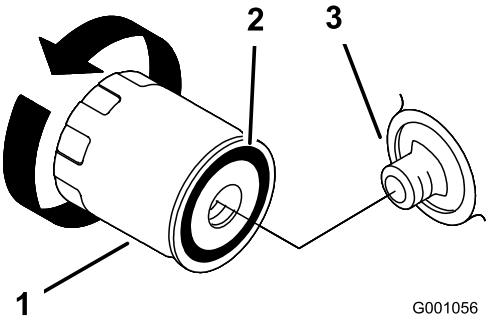

Figur 21
2. Fjern det gamle filter, og aftør filteradapterens pakningsoverflade (Figur 21).
3. Påfør gummipakningen på det nye filter et tyndt lag ny olie (Figur 21).
4. Monter det nye oliefilter i filteradapteren, drej oliefilteret med uret, indtil gummipakningen berører filteradapteren. Spænd dernæst filteret yderligere 2/3–1 omgang (Figur 21).